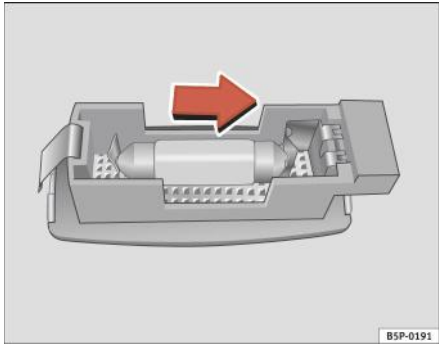

Fig. 179 Demontarea lămpii de pe parasolar
– Demontați cu grijă lampa utilizând muchia unei şurubelnițe, conform indicațiilor din figura ⇒ fig. 179.
– Demontați becul, deplasându-l în sensul săgeții şi spre exterior ⇒ fig. 179.